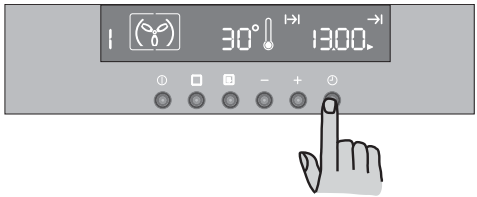

Рис. 14
2) Нажимайте кнопку ◴ до тех пор, пока функция “окончание приготовления” →| не будет выбрана и не замигает соответствующий символ. На дисплее высветится время окончания приготовления (то есть, текущее время + продолжительность приготовления - Рис. 14).